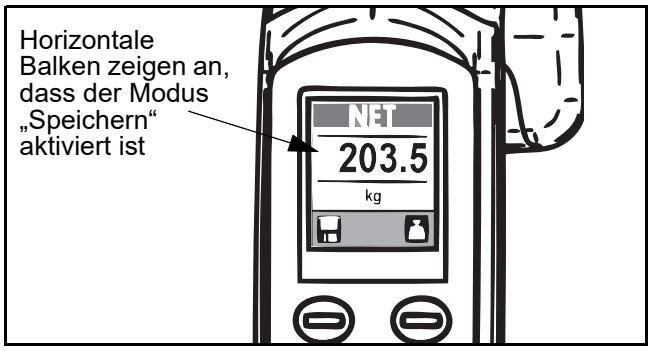

Abb. 65
5) Drücken Sie die Speichertaste, wenn das Nettogewicht gespeichert werden soll. Horizontale Balken über und unter den Ziffern veranschaulichen, dass die Speicherfunktion aktiviert ist. Die Speicherfunktion bleibt so lange aktiv, bis die Speichertaste erneut gedrückt wird (siehe Abb. 65).